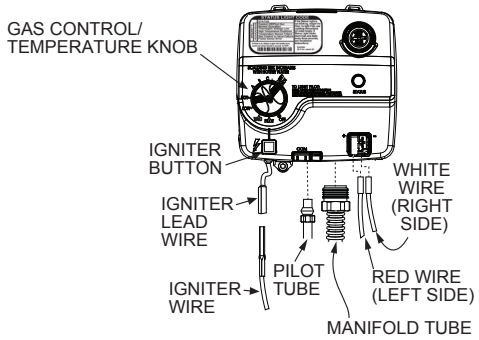

FIGURE 23. GAS CONTROL VALVE REMOVAL
4. Disconnect the igniter wire from the igniter lead wire. Use needle nose pliers to disconnect the red (+) and white (-) thermopile wires. Disconnect the pilot tube (7/16” wrench) and manifold tube (3/4” wrench) at the gas control valve/thermostat. See ***Figure 23*** (page 32).